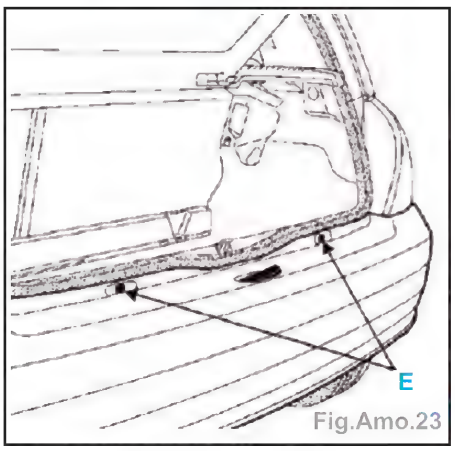

Fig.Amo.23
- les 2 agrafes (E) et dégager le bouclier (Fig.Amo.23).